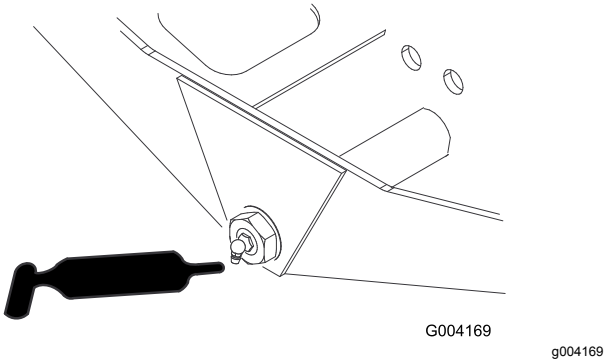

Figuur 68
- Draaipunt van asbesturing (1) (Figuur 68)